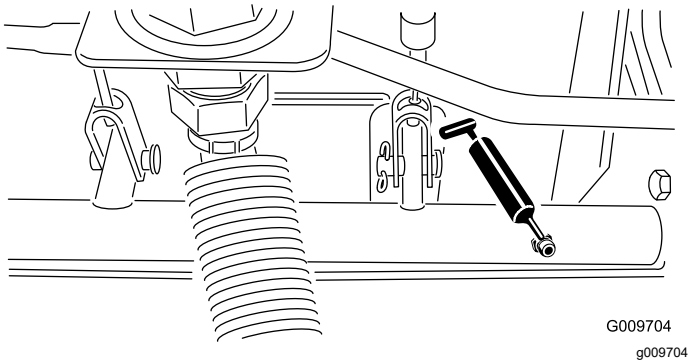

Figur 79
- Bremseakslens pinollejer (5) (Figur 79)